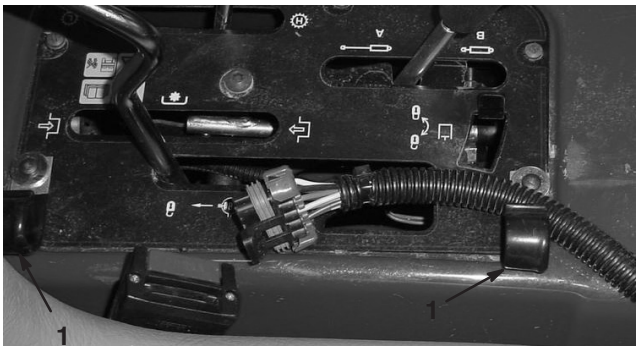

Figur 15
2. Monter (2) J–clips på instrumentbrættet som vist i figur 15 ved hjælp af de tidligere fjernede instrumentbrætskruer og (2) nye spændeskiver.